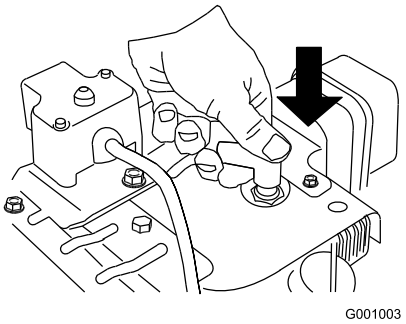

Bild 23
1. Schließen Sie den Zündkerzenstecker an (Bild 23).